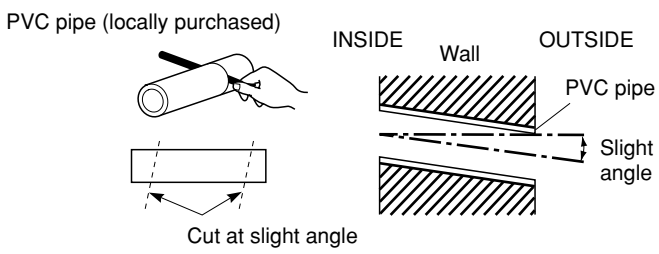

**Fig. 3-49**
(9) Measure the thickness of the wall from the inside to the outside and cut PVC pipe at a slight angle to fit. Insert the PVC pipe in the wall. (Fig. 3-49)